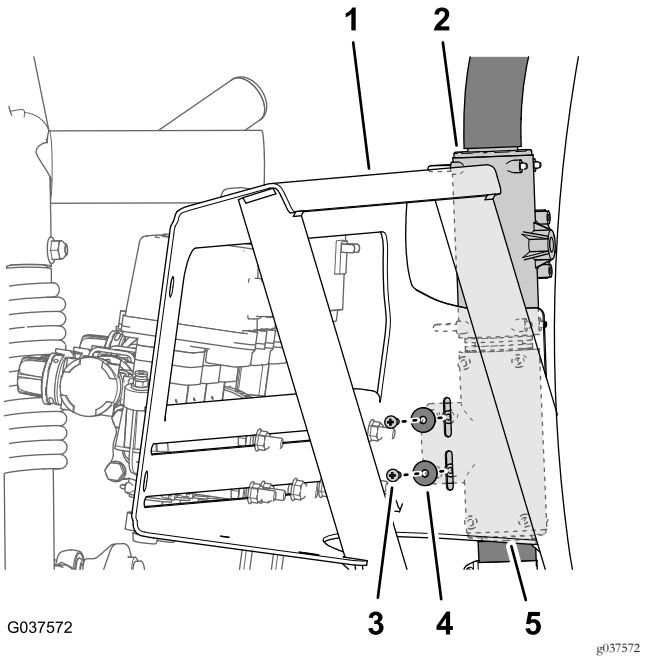

Figura 44
1. Retire los 2 tornillos Phillips (Nº 10 x 5/8") y las 2 arandelas (Nº 10) que sujetan el acoplamiento en T inferior al panel de montaje de las válvulas (Figura 44).